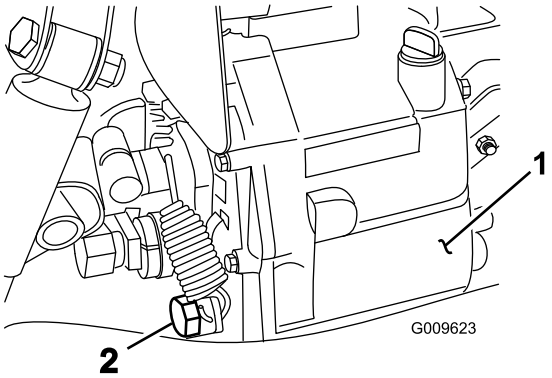

**Figur 72**
2. Fjern aftapningsproppen fra siden af beholderen, og lad hydraulikvæsken løbe ud i en drænbakke (Figur 72).